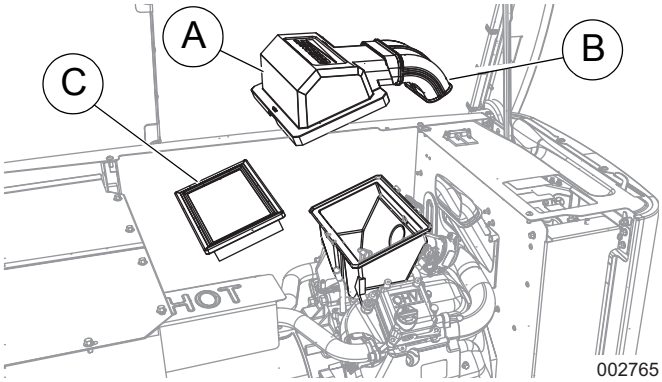

Рисунок 6. Снятие крышки воздушной камеры (11–22 кВт)
1. См. *Рисунок 6*. Снимите крышку воздушной камеры (A), заборное колено (B) и воздушный фильтр (C).